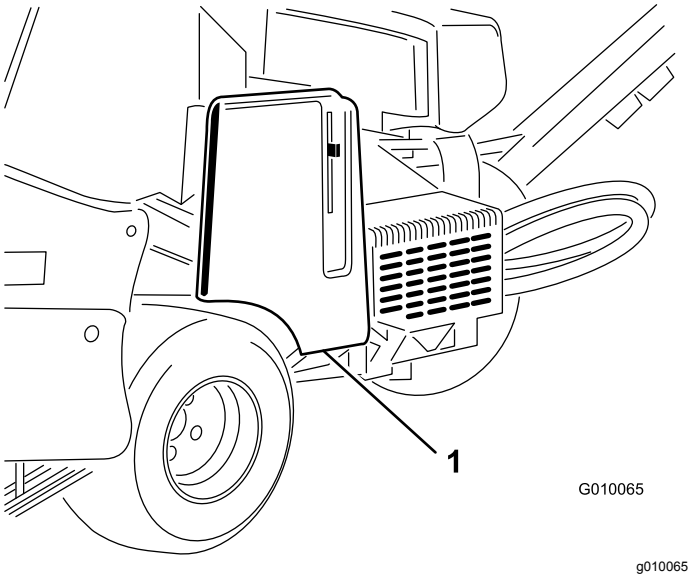

Rysunek 56
2. Odblokuj i zdejmij pokrywę paska (Rysunek 56).